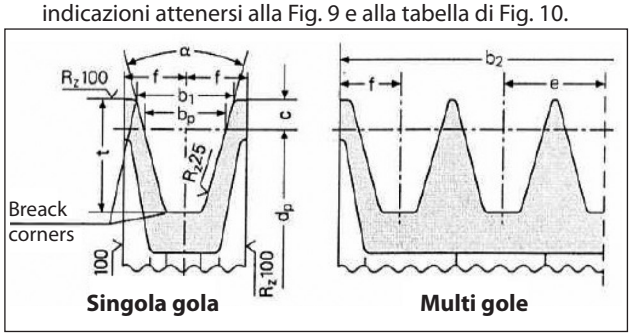

Fig. 9
a) Utilizzare pulegge per cinghie trapezoidali con le dimensioni della gola prescritte /consigliate dal costruttore della cinghia utilizzata. In mancanza di indicazioni attenersi alla Fig. 9 e alla tabella di Fig. 10.